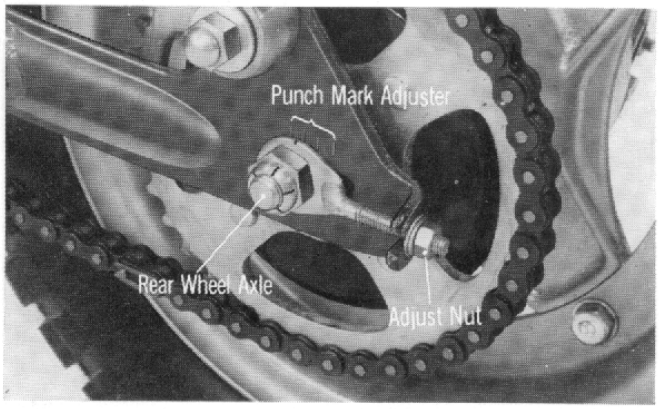

Fig. 99
(3) After reassembly, check L and R chain tension adjuster, they should both be set to the same aligment marks. Improper adjustment will affect the steerability. (Fig. 99)